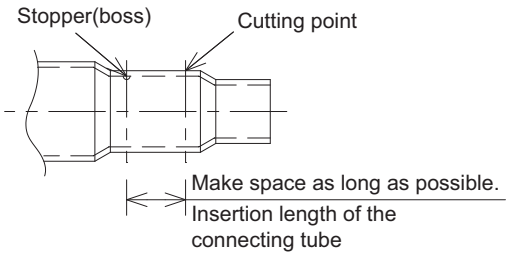

Fig. 2-329
- Cut off as far away from stopper as possible. (Fig. 2-329)